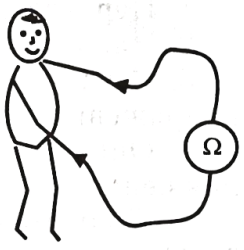

Рис. 8-7-3
1. Установите омметр (рис. 8-7-3) на измерение сопротивления в килоомах (1000 Ом).